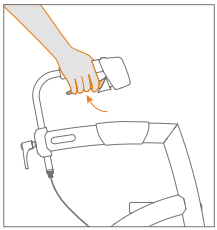

Figure 20: Freinage.
b. Vous voulez freiner ? Serrez les freins à main **(Figure 20)**.